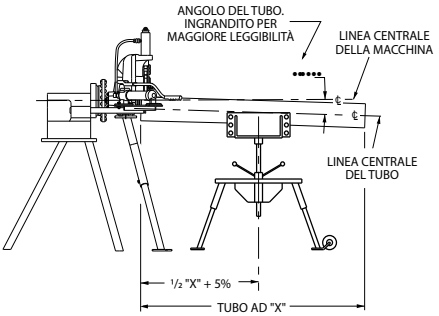

FIGURA 1
- **Nella seguente Figura 1 è illustrato il cavalletto per tubi regolabile Victaulic (VAPS 112). Il cavalletto VAPS 112 è idoneo per un tubo da ¾ – 12". È disponibile anche il modello Victaulic VAPS 224, idoneo per le misure 2 – 24". Vedere "Accessori".**
1. Posizionare il cavalletto per tubi a una distanza dalla macchina di poco superiore alla metà della lunghezza del tubo. Vedere la Figura 1.
3. Regolare l'altezza del cavalletto per posizionare il tubo all'incirca ½° sotto il livello. Vedere la Figura 1. Il tubo deve trovarsi sul rullo inferiore della macchina quando si controlla la posizione sotto il livello.